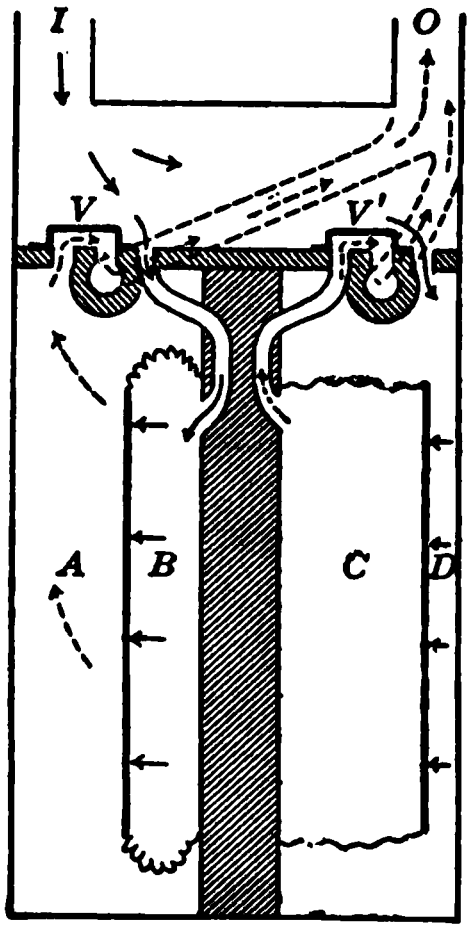

Fig. 137. Diagram of a gas meter.
19. How does a gas meter (Fig. 137) work?